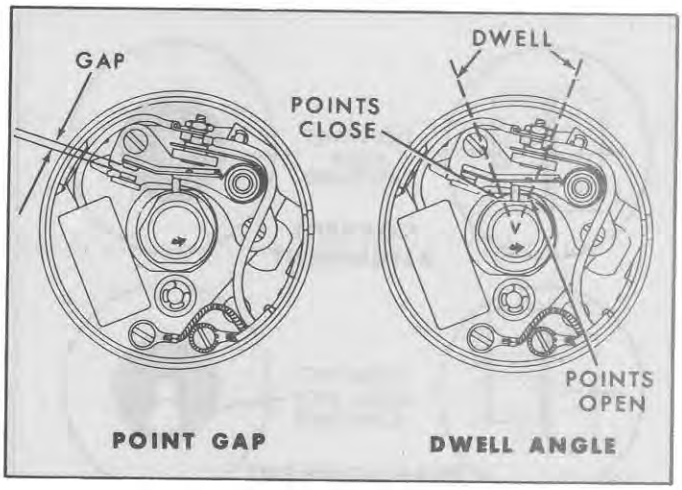

Figure 72
8. Check the ignition timing as outlined on page 49, under "IGNITION TIMING WITH A TIMING LIGHT." Adjust as necessary. See Figure 72.
9. Check the dwell angle as outlined on page 51, under "CHECKING IGNITION POINT DWELL ANGLE." Adjust as necessary. See Figure 72.
2. To adjust the breaker point gap, crank the engine slowly until the fiber rubbing block on the moving arm contact is on the high point of one of the distributor cam lobes, Figure 72. Turn the key-starter switch to the OFF position.